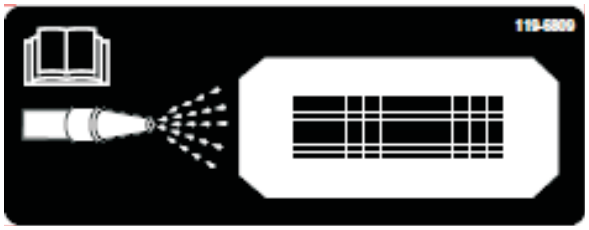
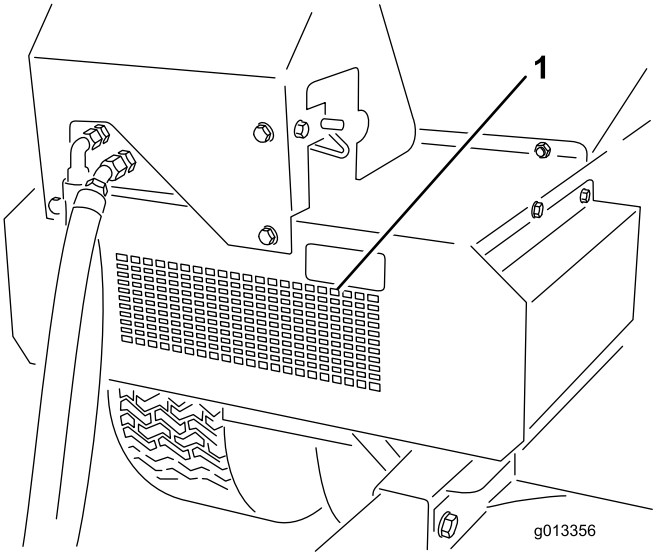

Figuur 51
Figuur 52
10. Aan de voorzijde van de ProPass bevindt zich een reinigingssticker (Figuur 51). Spuit met behulp van een tuinslang door het gaas aan de voorzijde totdat de binnenzijde vrij is van materiaal (Figuur 52).